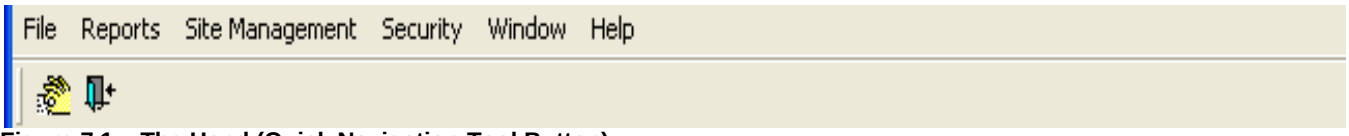

Figure 7.1 – The Hand (Quick Navigation Tool Button)
2. Click the Quick Navigation Tool button (the hand). See Figure 7.1 below.